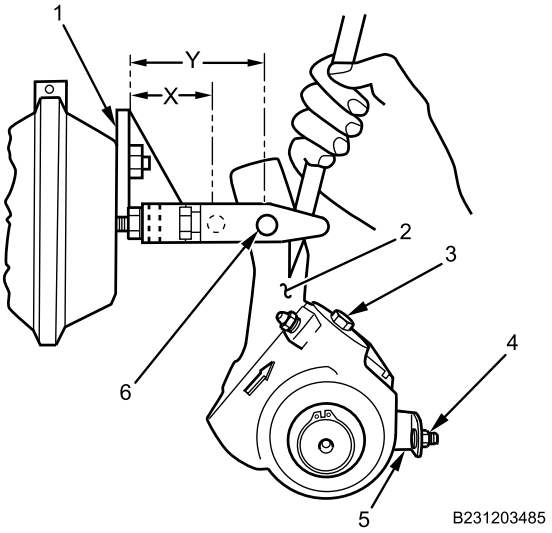

Figure 2. One-Pin Slack Adjuster.
1. Loosen control arm nut (Figure 2, Item 4) on slack adjuster (Figure 2, Item 2).
2. Rotate control arm (Figure 2, Item 5) towards front axle until control arm (Figure 2, Item 5) comes to complete stop.
3. Tighten and secure control arm nut (Figure 2, Item 4).
4. Turn adjusting nut (Figure 2, Item 3) clockwise until brake shoes contact brake drum. Back off adjusting nut (Figure 2, Item 3) counterclockwise 1/2 turn.
5. Measure distance X (Figure 2) from front of air chamber bracket (Figure 2, Item 1) to center of clevis pin (Figure 2, Item 6). This measurement is X.
6. Using pry bar, apply pressure to slack adjuster (Figure 2, Item 2) until brake shoes are against brake drum.
7. Measure distance Y (Figure 2) from front of air chamber bracket (Figure 2, Item 1) to center of clevis pin (Figure 2, Item 6). This measurement is Y.
9. If free stroke specification is not met, continue to turn adjusting nut (Figure 2, Item 3) as needed until within specification.